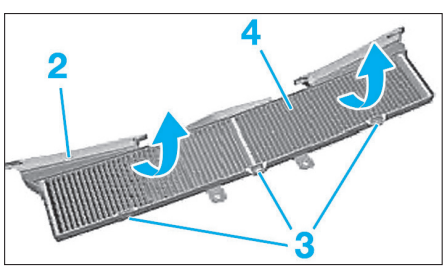

Fig. 3
• Défaire les crantages (3) **(Fig.3)**.
• Détacher le filtre (4) de l'ensemble (2).